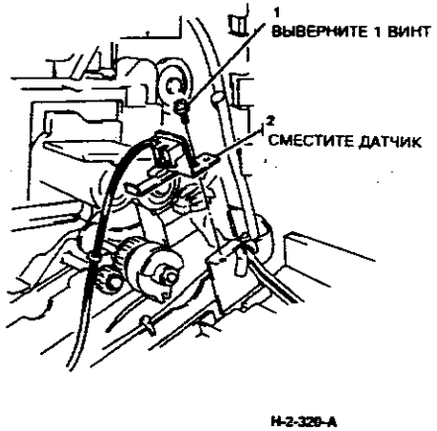

**Рисунок 1. Перемещение датчика разъединения зажима**
9. (Рисунок 1) Сместите датчик разъединения зажима (Q08-390).